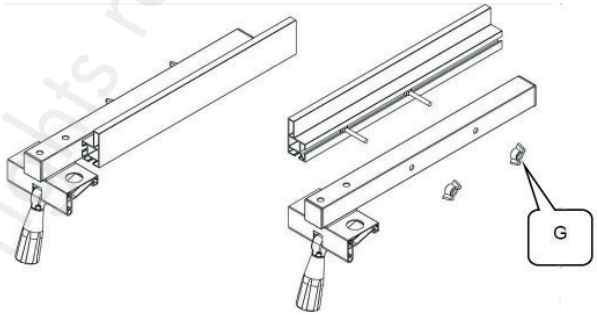

Fig. 65 : Réglage de la butée longitudinale
- Desserrez les deux vis (G, figure 65).
Resserrez les deux vis (G, figure 65).